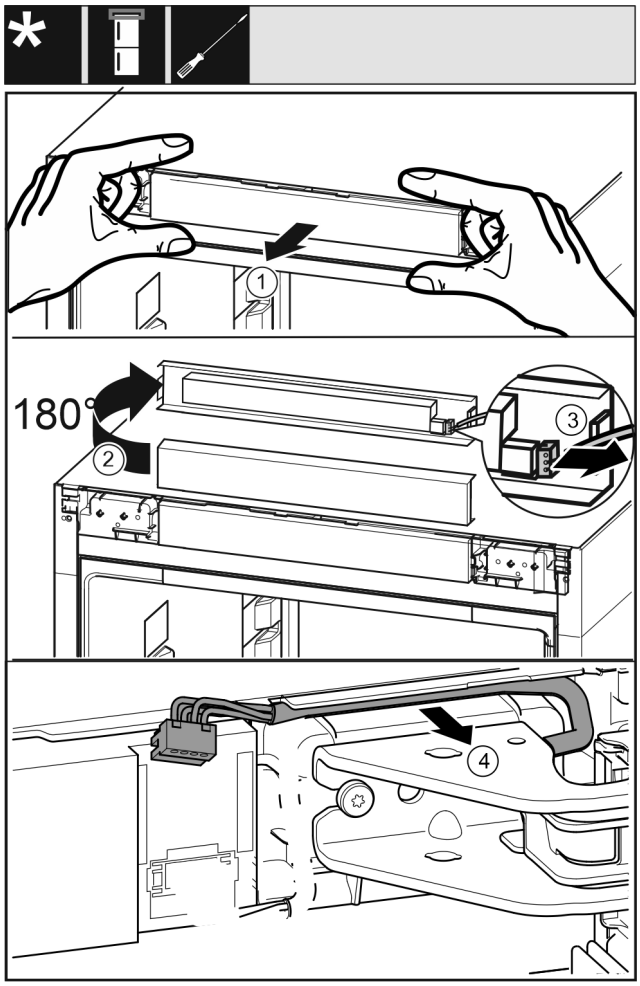

Fig. 23
- ▶ Desfaceți spre înainte cu precauție masca de operare *Fig. 23 (1)*.
- ▶ Rotiți masca de operare *Fig. 23 (2)* în sus cu 180°.
- ▶ Apăsați ciocul de fixare *Fig. 23 (3)* spre înapoi și extrageți cu precauție fișa.
- ▶ Desfaceți cu precauție cablul *Fig. 23 (4)* deasupra suportului de lagăr din ghidaj.